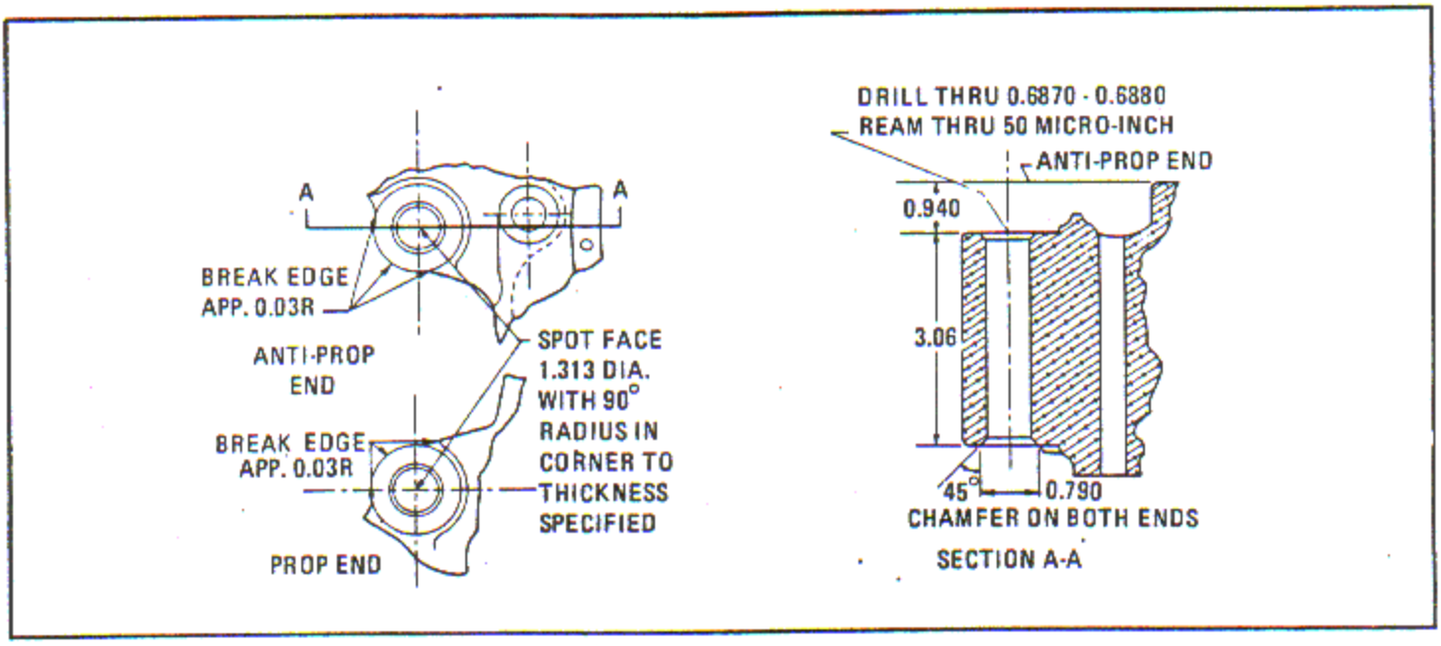

Figure 6-184. Reworking Supercharger Front Housing Assembly
a. Rework supercharger front housings that do not incorporate bushings in the mounting bolt holes in accordance with figure 6-184.
a. Rework supercharger front housings with previously installed bushings by removing the bushing from each one of the nine engine mounting bolt holes and reworking the anti-propeller end of the holes in accordance with figure 6-184.
b. Drill and ream through 0.687 - 0.688 inch to obtain a 50 microinch finish on the anti-propeller end of the bushing bore. Refer to figure 6-184, section A-A.